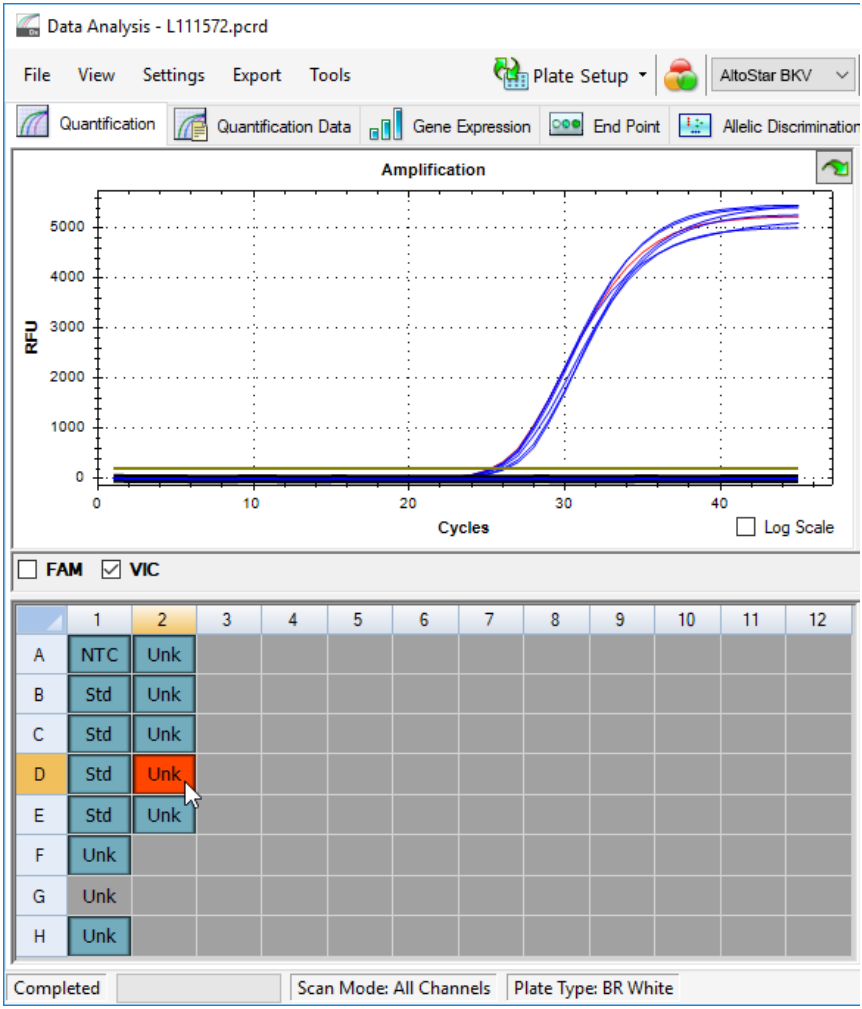

Figure 11: Fenêtre Data Analysis (Analyse des données) : puits non valide
3. Cliquez avec le bouton droit de la souris sur chaque puits contenant des données non valides conformément aux chapitres 7.6.8.2 Validité d'un PCR run de diagnostic (qualitatif) à 7.6.8.4 Validité des résultats pour un échantillon, et sélectionnez **Well**... → **Exclude from Analysis** (Puits... → Exclure le puits de l'analyse) (voir les figures 11 et 12).